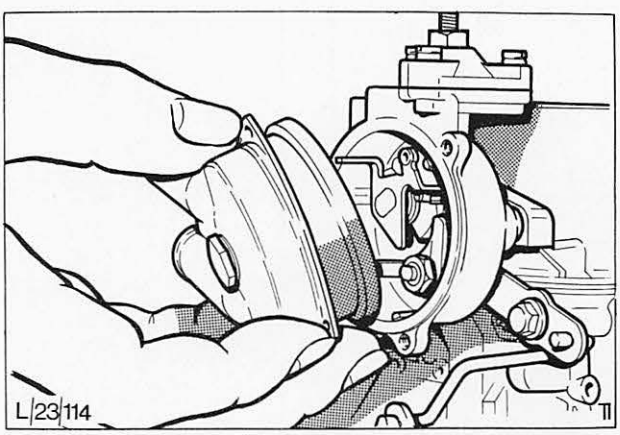

Abb. 148 Wassergehäuse mit Thermofedergehäuse komplett abbauen
5. Schrauben (3) entfernen und äußeres Wassergehäuse der Startautomatik und Thermofedergehäuse komplett abbauen, Abb. 148.